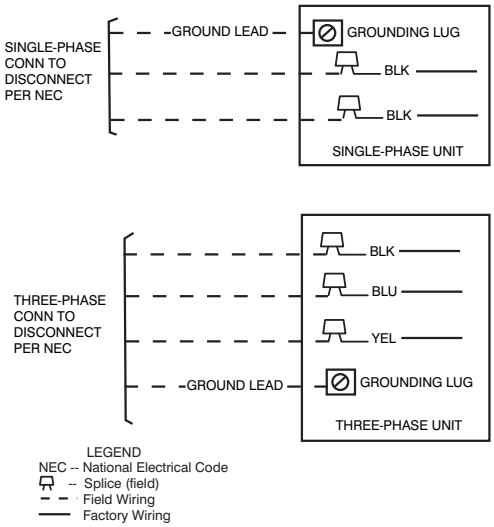

Fig. 30 - Line Power Connections
4. Route the field power wires through the conduit connection opening in the unit side panel and connect in junction box as shown in Fig 30 for outdoor units and the strain relief bracket section for indoor units. The units and power wiring must be grounded.